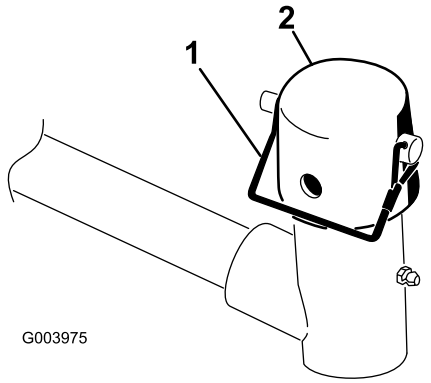

Figur 9
7. Fjern låsestiften og hetten fra løftearmens dreiegaffel (Figur 9).
11. Fest hetten og bærerammeakselen til løftearmsgaffelen med låsestiften (Figur 9).